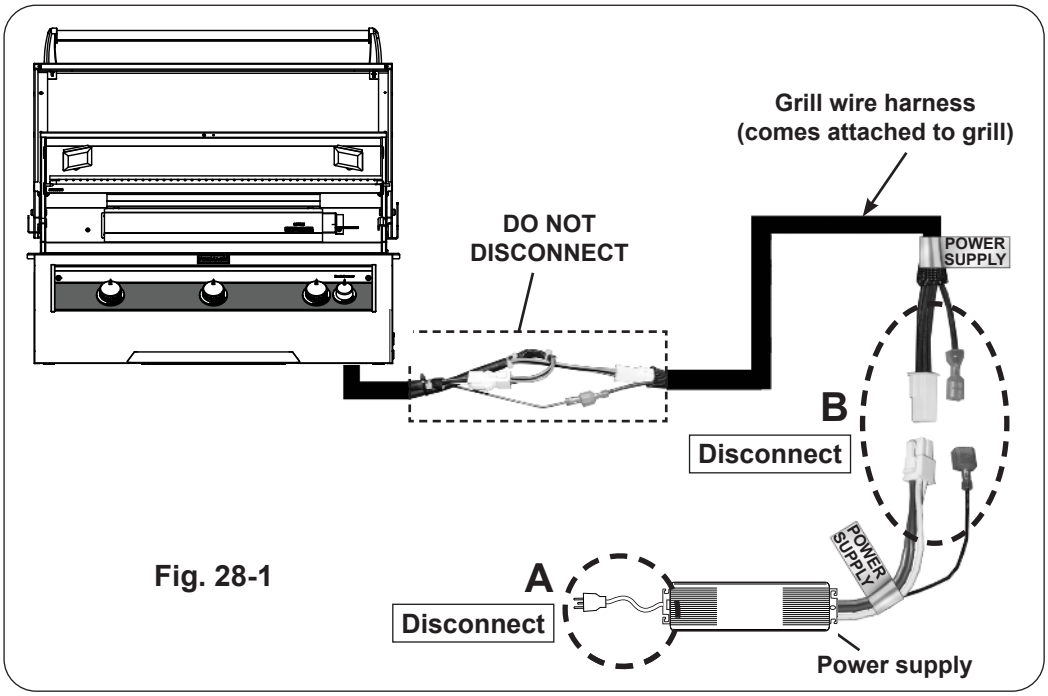

Fig. 28-1
1. Locate the power supply that is connected to the Echelon Grill and ensure the power cord is disconnected, if connected (see Fig. 28-1, A).
2. Disconnect the grill wire harness extension connectors from the power supply connectors (see Fig. 28-1, B).